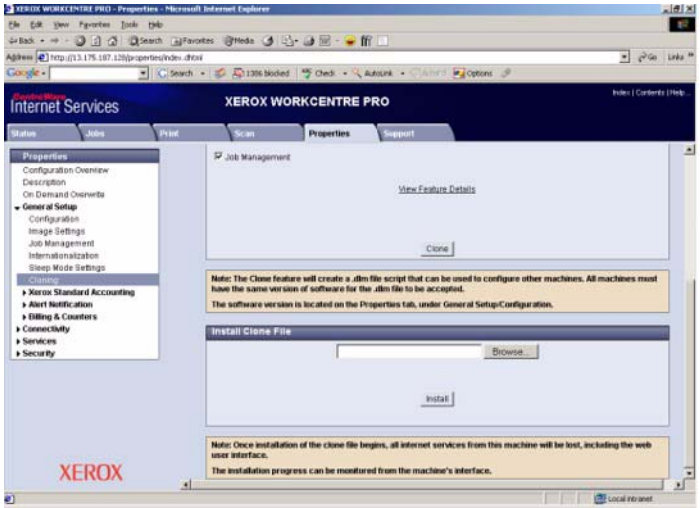

Figure 2 Important Notes!
5. Scroll down the page to see critical information about the cloning process (Figure 2). Click the **View Feature Details** link to get a list of data that is backed up and/or restored using the Cloning Feature.
4. Scroll to the bottom of the page (Figure 2).